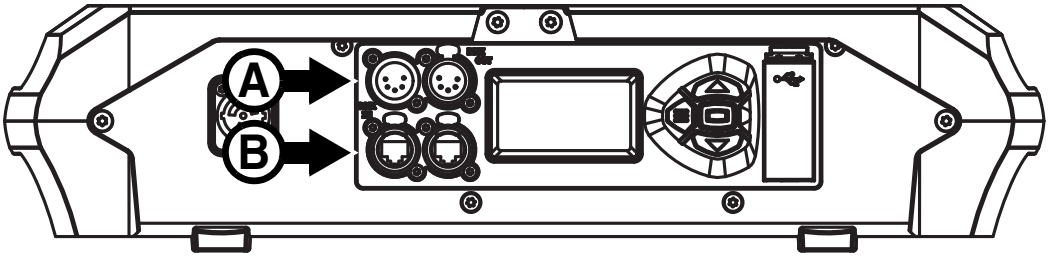

**Figure 8 : Connexion de la télécommande**
- une paire en XLR (**A**, Figure 8), et
- une paire en etherCON (**B,** Figure 8).
Le MAC Ultra Performance possède des embases XLR 5 broches à verrouillage (voir **A**, Figure 8) pour les entrées et les sorties DMX et RDM par câble DMX. Le brochage par défaut sur les deux embases est le suivant :
Le MAC Ultra Performance dispose d'embases Neutrik etherCON (voir **B**, Figure 8) qui acceptent les protocoles DMX et RDM sur Art-Net et sACN ainsi que le protocole vidéo Martin P3. Chaque embase peut être utilisée indifféremment en entrée ou en recopie.